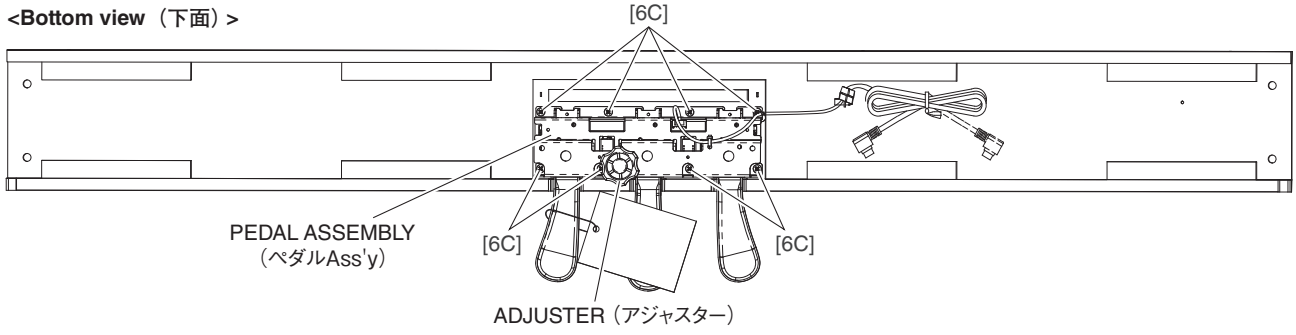

Fig. 13（図13）
20-3 Remove the eight (8) screws marked [6C]. The pedal assembly can then be removed. (Fig. 13)
20-3 [6C] のネジ 8 本を外して、ペダル Ass'y を外します。(図 13)
21-3 Remove the adjuster. (Fig. 13)
21-3 アジャスターを外します。(図 13)